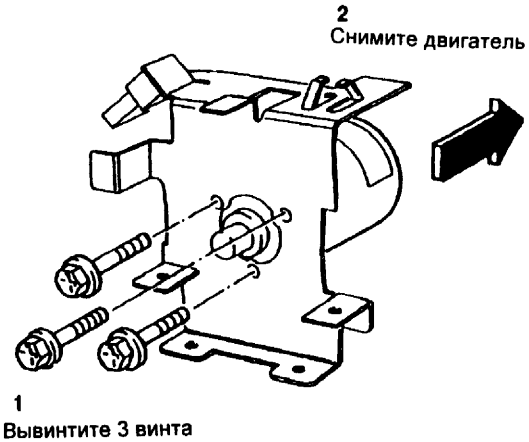

Рис. 1 Снятие двигателя главного привода
5. (Рис. 1) Снимите двигатель привода.